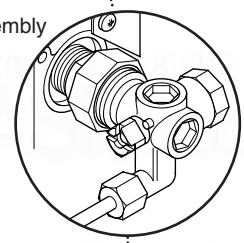

Fig. 60
2. Turn off the gas supply at the service cock (Fig. 60).